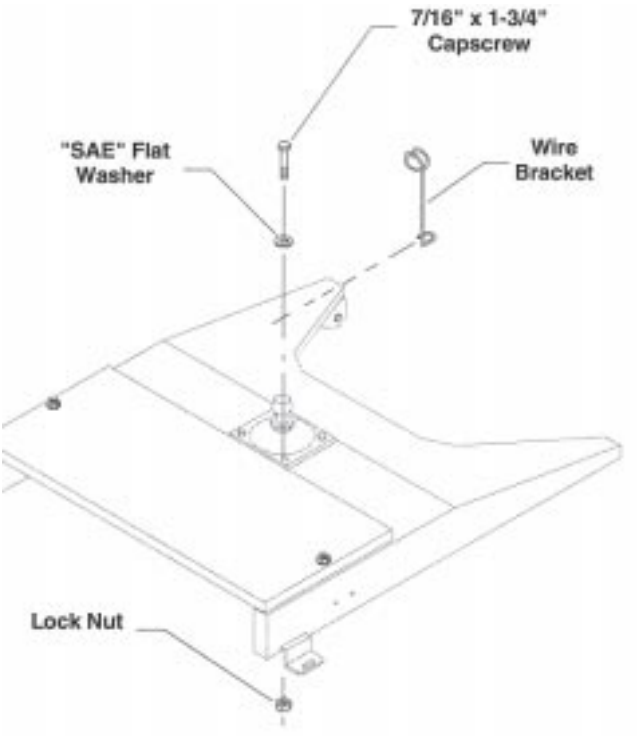

Figure 9
8. Attach the Bracket–Wire (92–4544) with 7/16" x 1–3/4" capscrew, "SAE" flat washer and lock nut from loose parts bag. (Fig. 9)